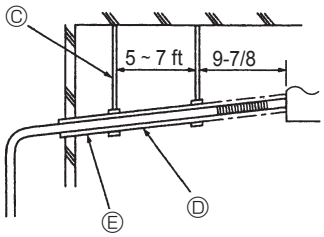

Fig. 8-2
(4) Asegúrese de que la pendiente del tubo de drenaje sea mayor que 1/100. (Fig. 8-2)